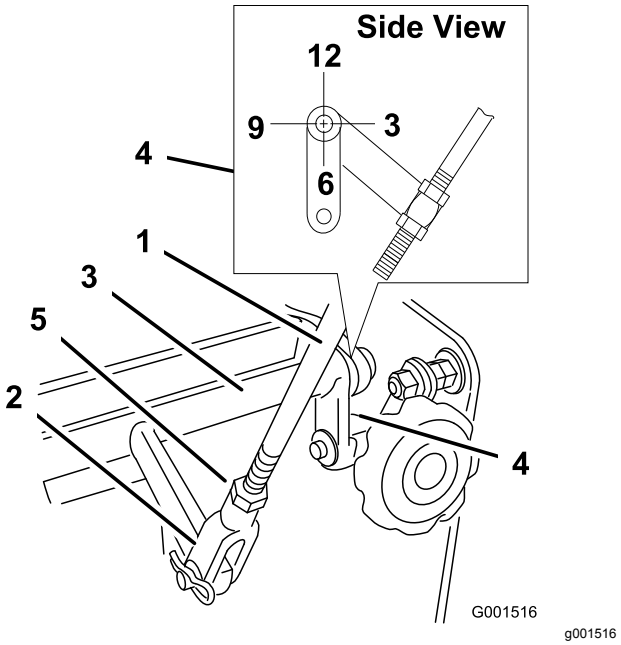

**Figur 32**
4. Kontrollera flikarnas riktning på ändarna av växelväljarveven. Se till att flikarna pekar rakt ned (ungefär mot kl. 6) (Figur 32).
5. Justera det gängade oket längst ned på växelväljarlänken tills flikarna står i läge kl. 6 (Figur 32).